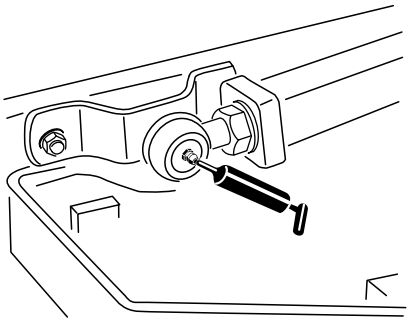

Figura 47
- Articulaciones de bola de los brazos de elevación (2) (Figura 47).